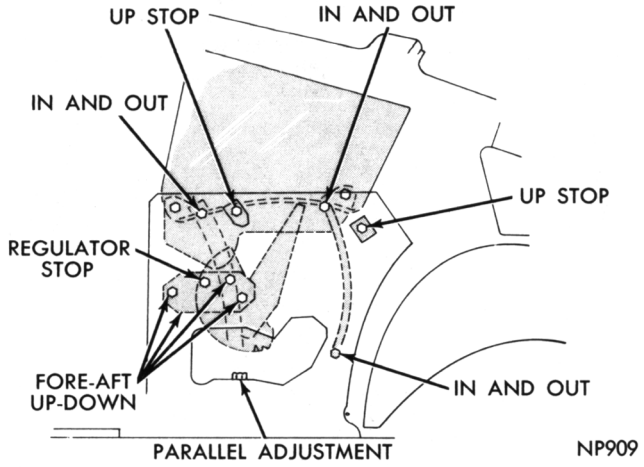

Fig. 54—Quarter Window Adjustments—Fastback
(1) With door closed, position glass to half open position.
(2) Adjust upper attachment of rear guide (Fig. 54) and upper attachment of front track, outboard until glass is in design position at belt line and the outer belt weatherstrip is lightly contacted by the glass.
(3) Raise window until glass contacts roof rail weatherstrip.
(4) Adjust front track lower attachment so front of quarter window is aligned with rear of front door glass at roof rail and parallel to roof rail weatherstrip.
(5) Move regulator forward and upward until an effective seal is made with the roof rail weatherstrip and rear of front door assembly.